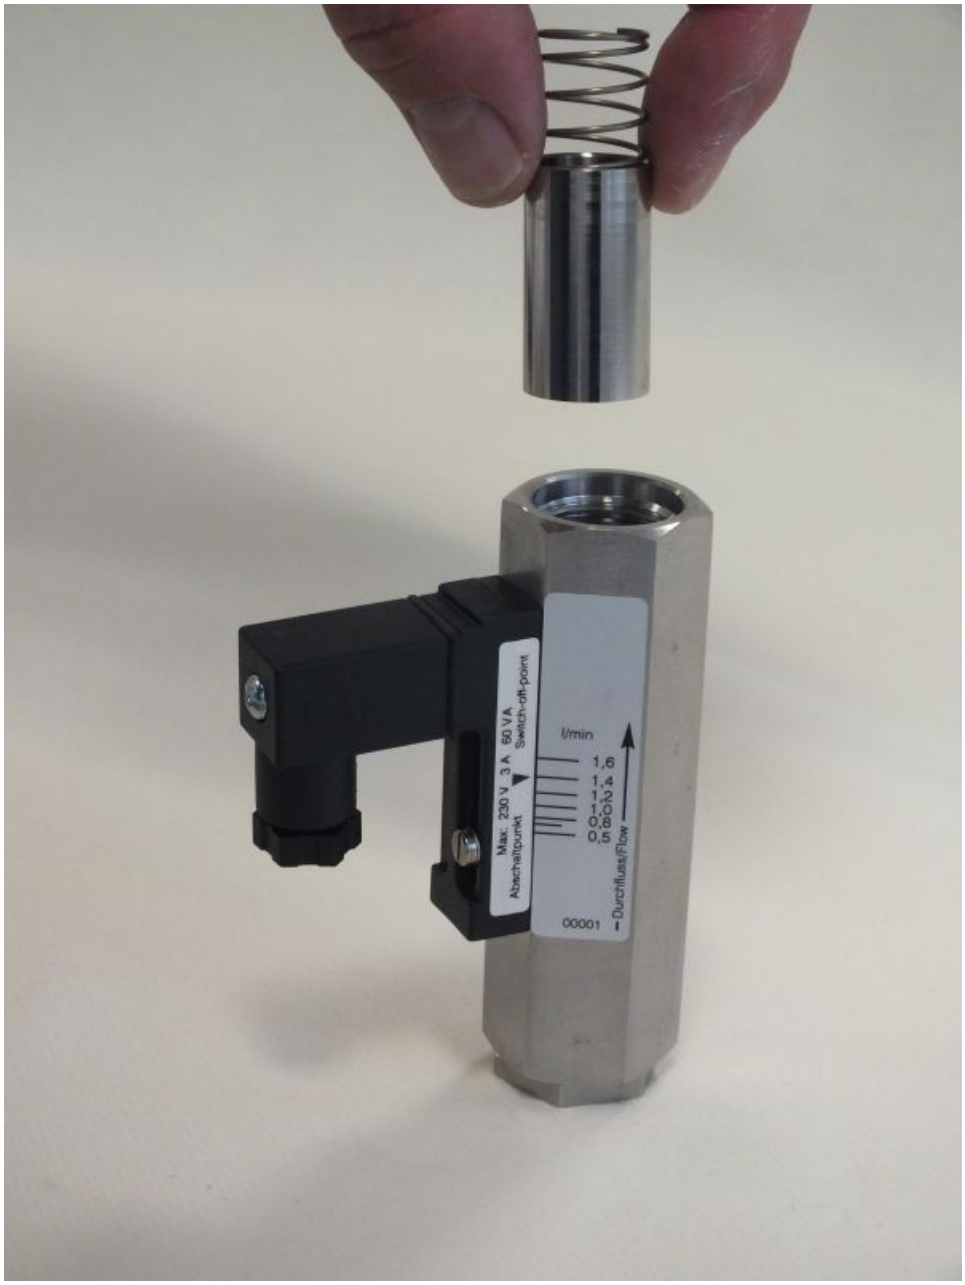

Fig. 49: Insert inner parts
7. Insert float with magnets and spring into the device body (*Fig. 49*)